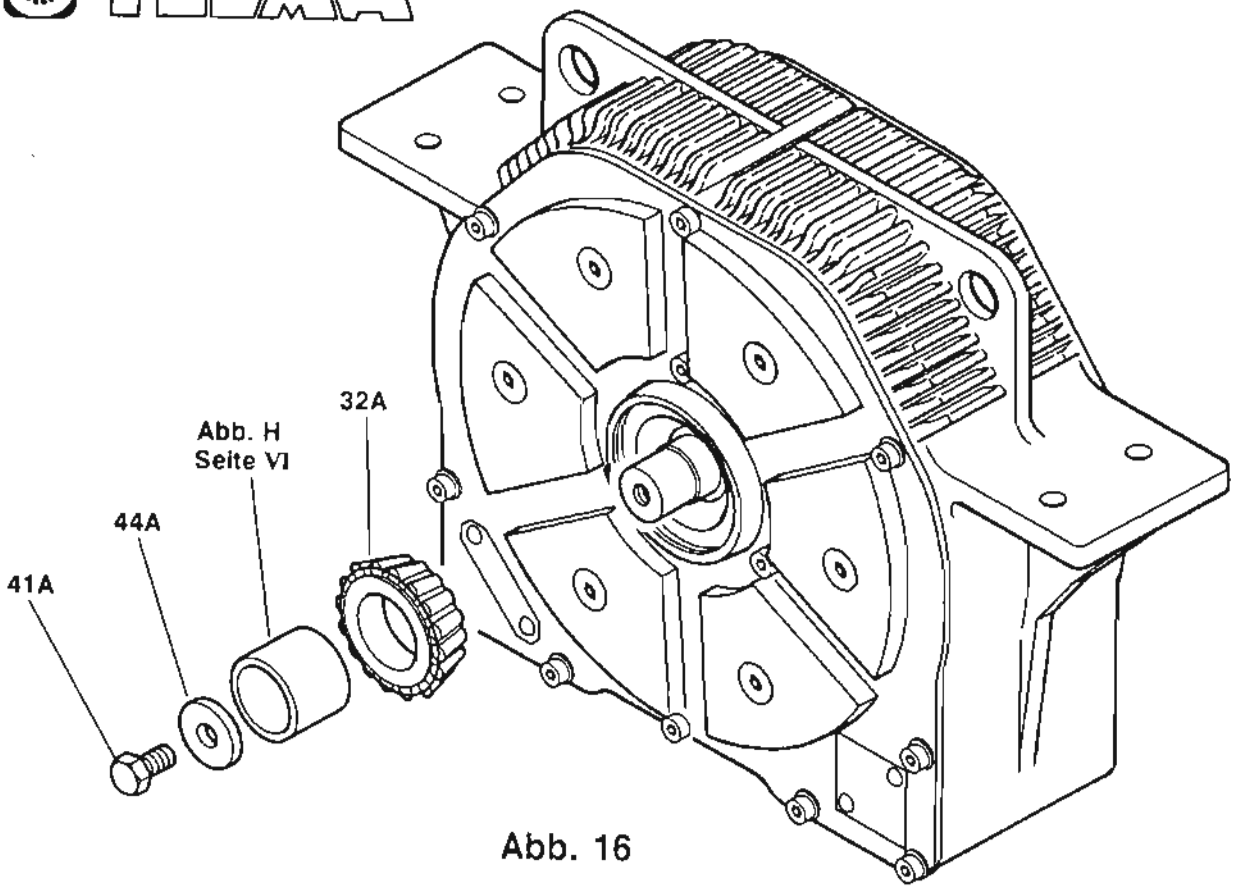

Abb. 16
- Getriebeseitig auf die Eichwelle folgende Teile montieren (Abb. 16 und 17) :